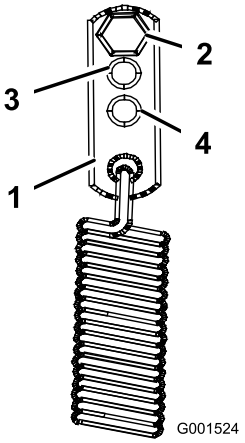

Figura 39
3. Para uma definição mais dura, reposicione as ligações de fixação da mola nas posições intermédia ou dura (Figura 39). As ligações de fixação da mola estão conectadas ao canto traseiro superior das coberturas da transmissão hidráulica nos lados esquerdo e direito da máquina.